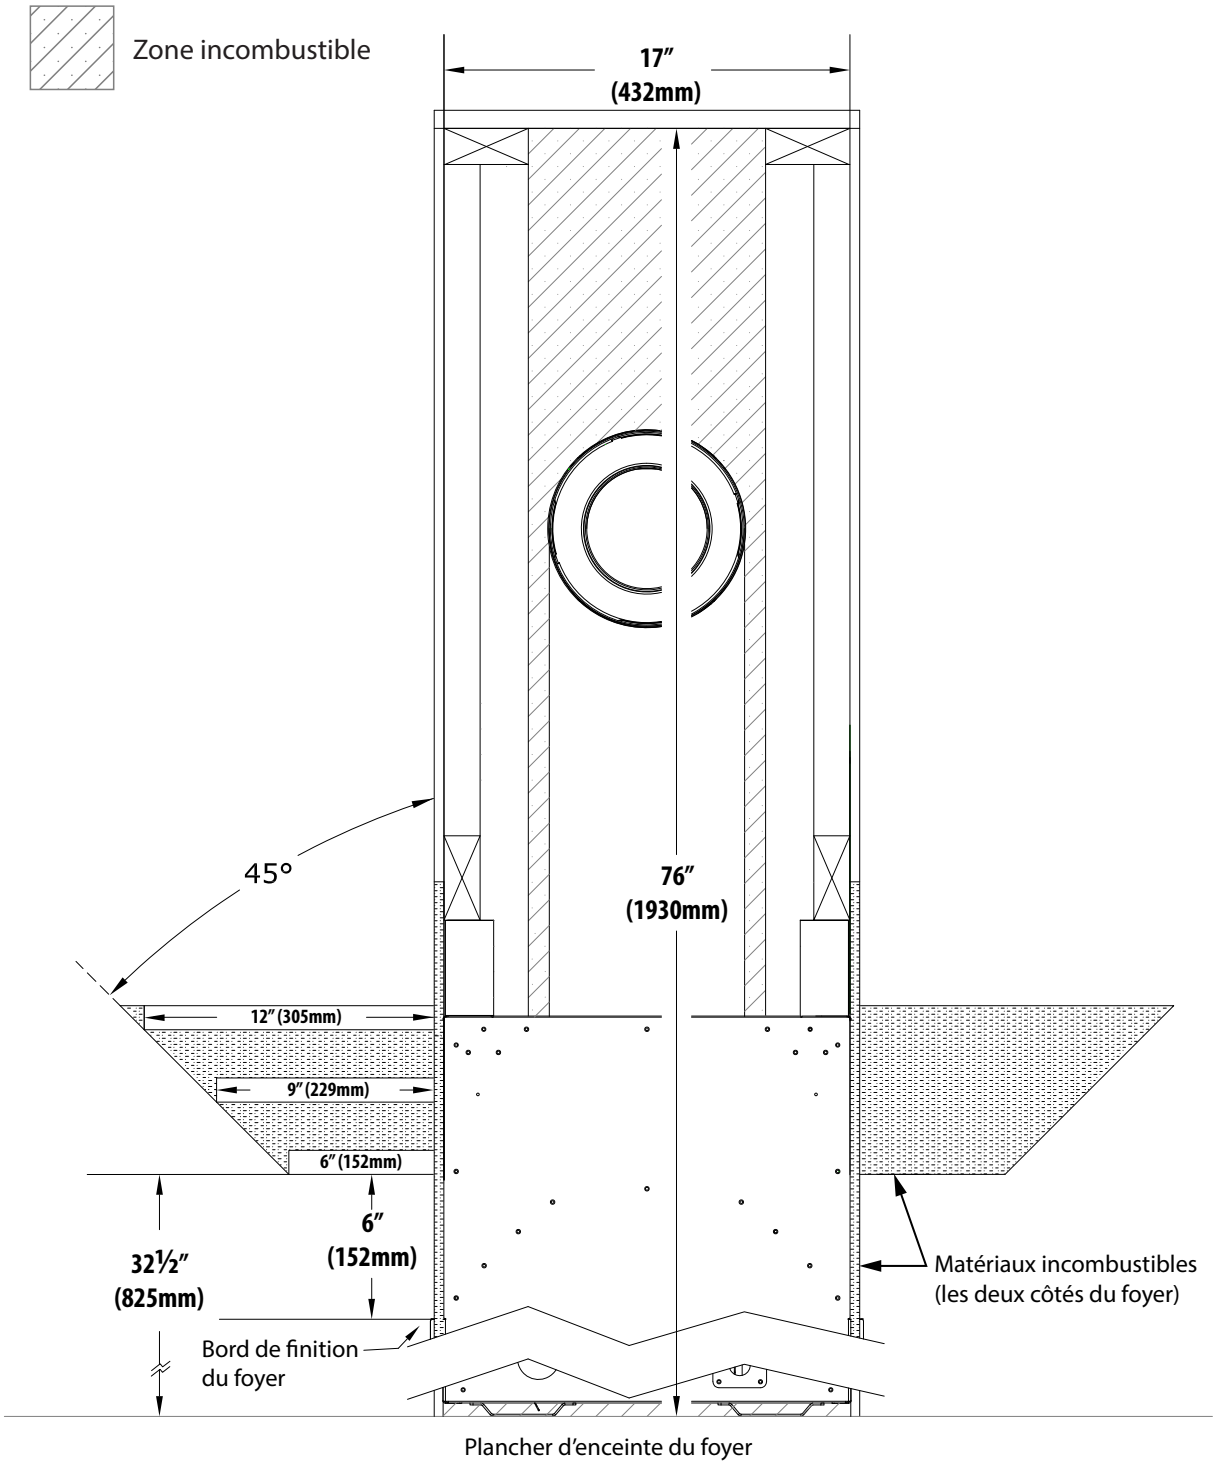

Figure 4.2, Exigences du manteau incombustible pour installations standard
- **Profondeur du manteau incombustible - Dégagement vertical minimal et profondeur maximale :** Avec un manteau incombustible, un dégagement vertical minimal de 6 po (152 mm) est permis au-dessus du bord de finition avec une profondeur maximale de 6 po (152 mm). La profondeur du manteau peut augmenter de 1 po (25 mm) pour chaque 1 po (25 mm) de hauteur additionnelle, à partir d'un manteau de 6 po (203 mm). Voir la Figure 4.2 (page 36).